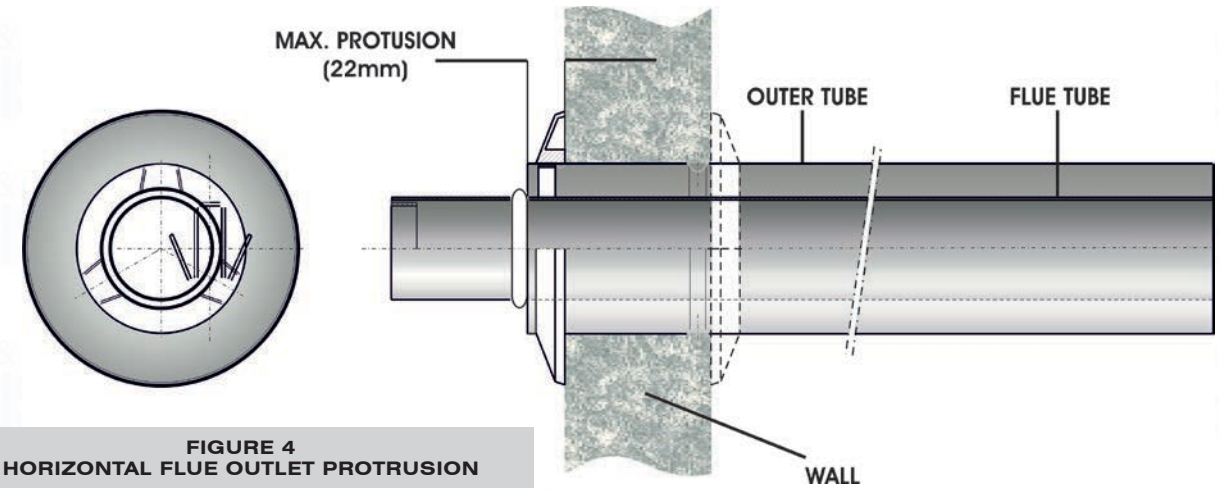

**FIGURE 4**
8.1.9 If a 'short flue' is used, the factory fitted flue orifice MUST be left in place (see figure 4).